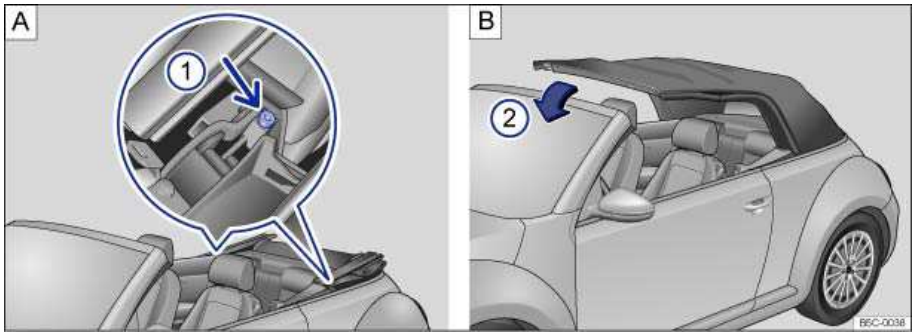

Fig. 160 Convertible top emergency closing (1).
- Unscrew the bolts ⇒ fig. 160 **A** (1) (arrow) on both sides of the convertible top counterclockwise using the rounded end of the hexagonal socket wrench. Remove the bolts completely.
- Close the convertible top until it meets the windshield ⇒ fig. 160 **B** (2) (arrow). Have a second person help (one person on either side), if necessary ⇒ ⚠.